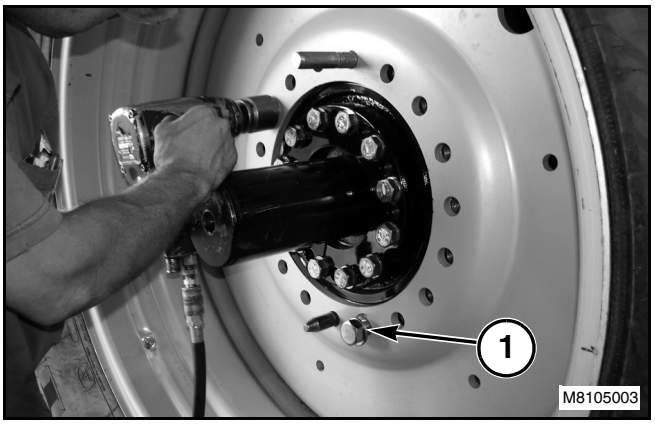

Рис. 141
Рис. 141: Закрепите внутреннее колесо в сборе с помощью восемнадцати болтов с шайбами (1). Затяните болты и зажмите их крест-накрест с моментом 900 Нм (664 фунтов на фут).